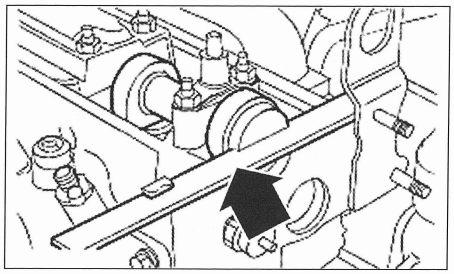

FIG. 15
• Colocar la regla de inmovilización del eje de levas **(fig. 15)** (útil Ford 21-162 B, ver cotas de fabricación). Si es necesario, girar el cigüeñal una vuelta suplementaria, después de haber desmontado el pasador de calado y montarlo de nuevo.
• Inmovilizar el volante motor con un útil apropiado o Ford (ref. 21-168) por la ubicación del motor de arranque.
• En esta posición, la regla debe poder introducirse en el eje de levas **(ver fig. 15).**